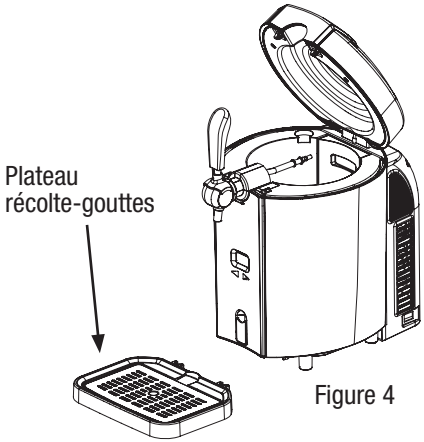

Figure 4
3. Insérez le plateau récolte-gouttes dans la rainure prévue à cet effet (Figure 4).